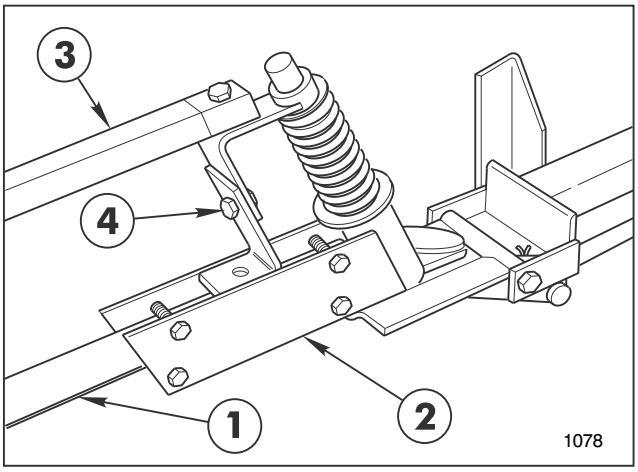

FIG. 14
12. Insert the plugged end of an Extension Boom Pipe into the L.H. Pivot Assembly and secure with four (4) 1/4" x 1-1/4" cap screws and lock nuts. See FIG. 14. Repeat on the opposite side to assemble the other Extension Boom.